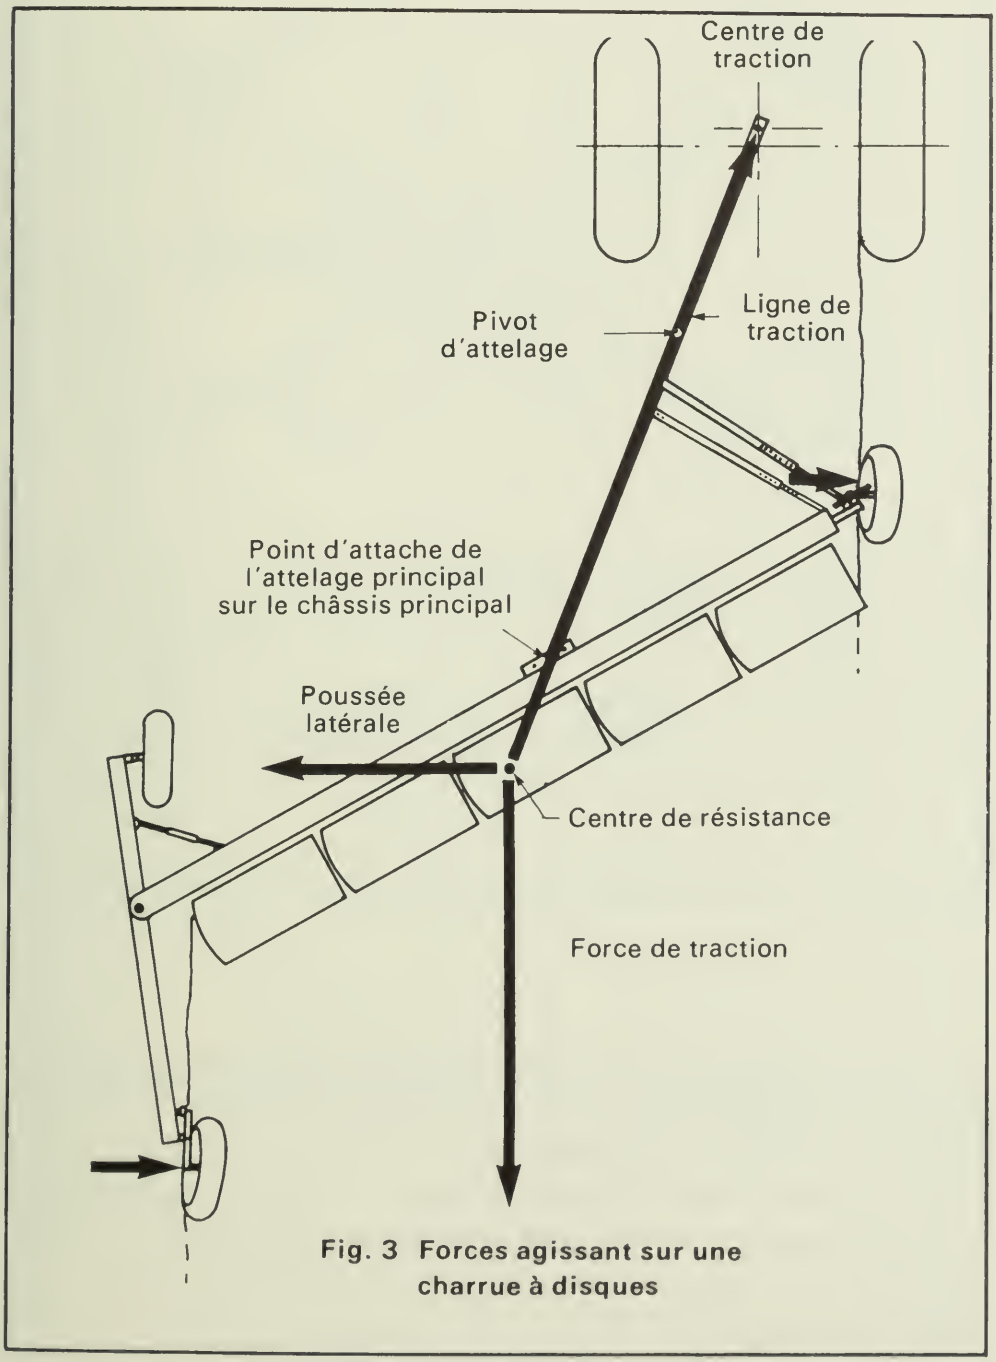
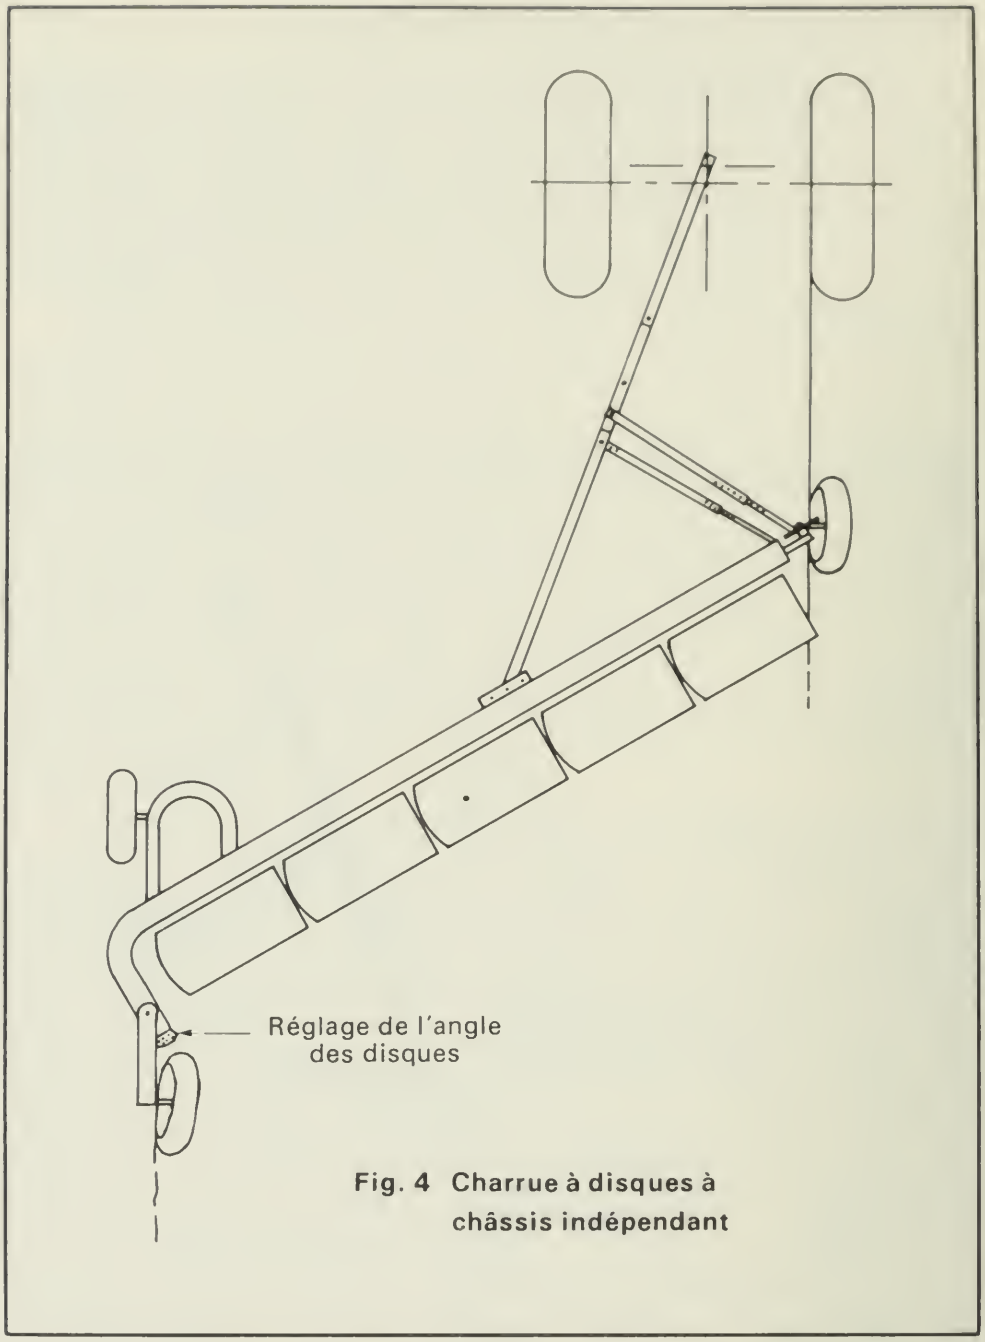
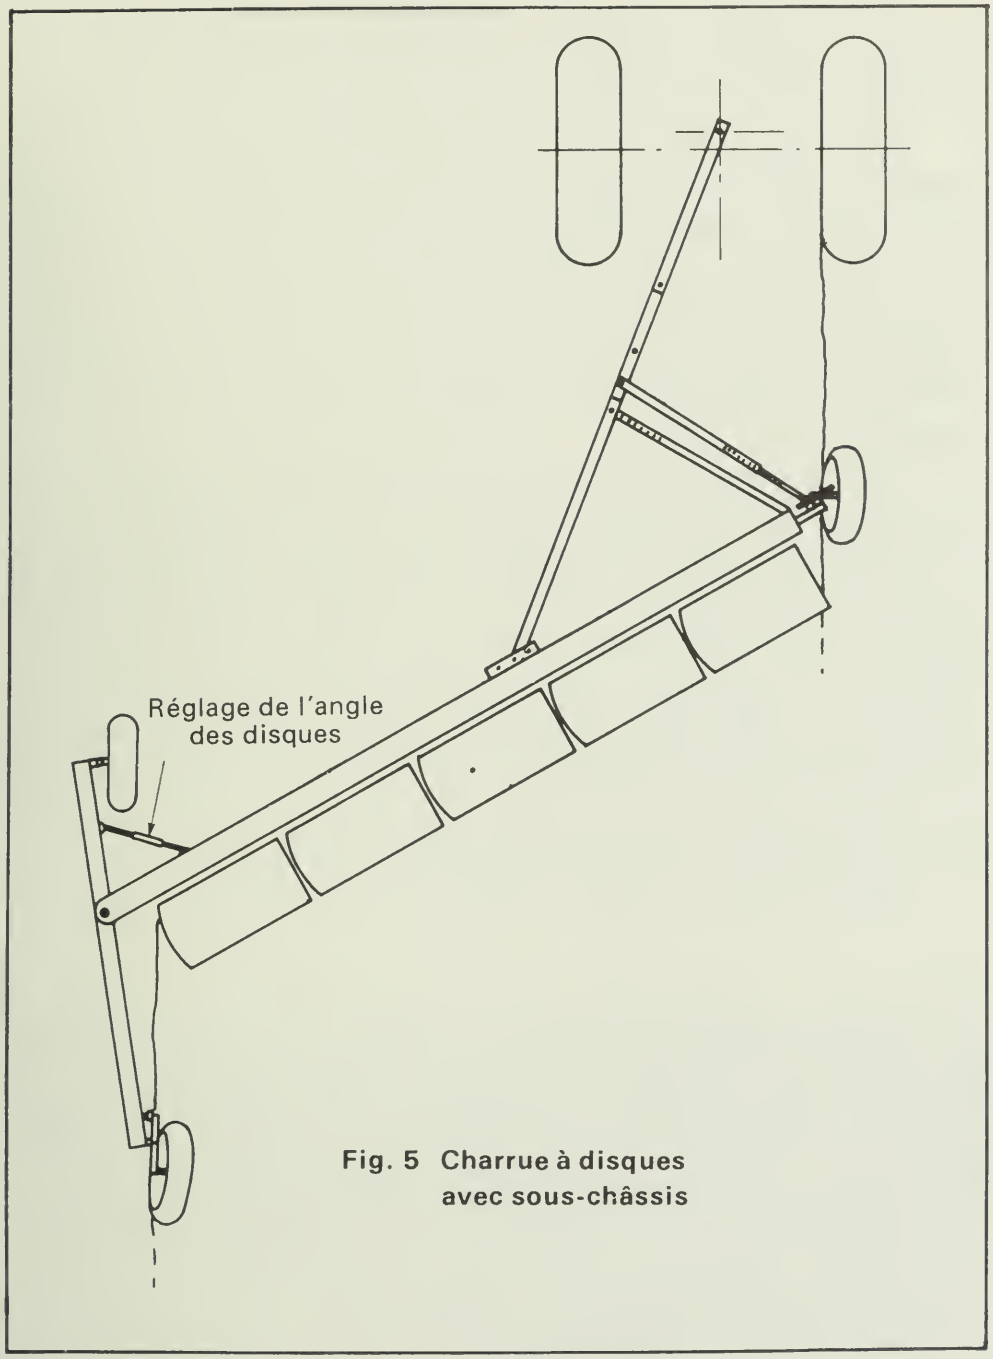

Fig. 3 Forces agissant sur une charrue à disques
Fig. 4 Charrue à disques à châssis indépendant
Fig. 5 Charrue à disques avec sous-châssis
La largeur de travail (ou angle des disques) peut être modifiée en agissant sur les réglages du châssis ou de l'accouplement. Le réglage du châssis consiste à changer l'angle fait par le support de l'axe de la dernière roue porteuse et le châssis principal (voir fig. 4) ou en changeant l'angle entre le châssis principal et le sous-châssis (voir fig. 5). Quand on fait ce réglage, il faut le plus souvent modifier les attaches de traction pour aligner le pivot d'attache avec le centre de traction et avec le centre de résistance (fig. 3). Peut-être faudra-t-il aussi corriger l'attache des roues-guides. Sur certaines charrues à disques, le point d'attache sur la barre principale d'attache doit être déplacé vers l'avant (vers la droite) sur le châssis principal quand on veut réduire la largeur de travail, et vers l'arrière (vers la gauche) si on veut l'augmenter. Si ces réglages de l'attache et du châssis sont bien faits, on ne devrait pas enregistrer une forte poussée latérale sur les roues. On devrait pouvoir maintenir la largeur de travail sans donner aux roues porteuses un angle trop prononcé et sans devoir les charger fortement. Il faudra penser à un réglage incorrect de l'attache et à un angle défectueux des disques si on doit recourir à une charge excessive et à un angle trop prononcé des roues porteuses. Cet angle ne devrait pas dépasser 7° et un fort lestage devrait être inutile, sauf dans les sols extrêmement durs.
La poussée latérale tend à pousser la machine vers la gauche (voir fig. 3). Cette force est opposée par la force de traction et par les roues-guides.
5. lever les broches de réglage de la barre de stabilisation et de l'attache frontale de direction, aligner le centre de traction, le pivot de l'attache et le centre de résistance (voir fig. 3 et page 15).